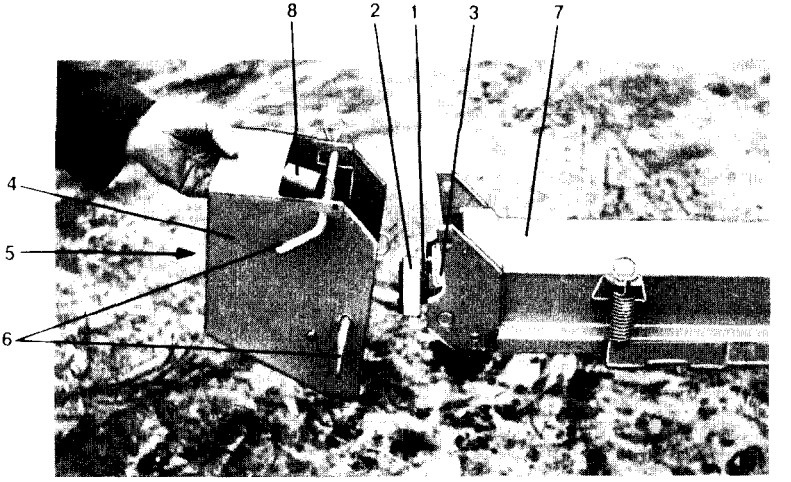
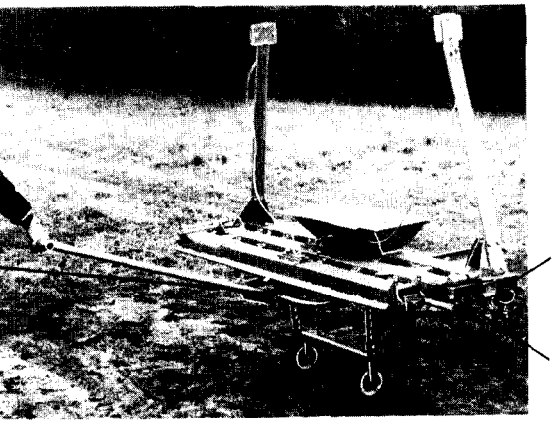
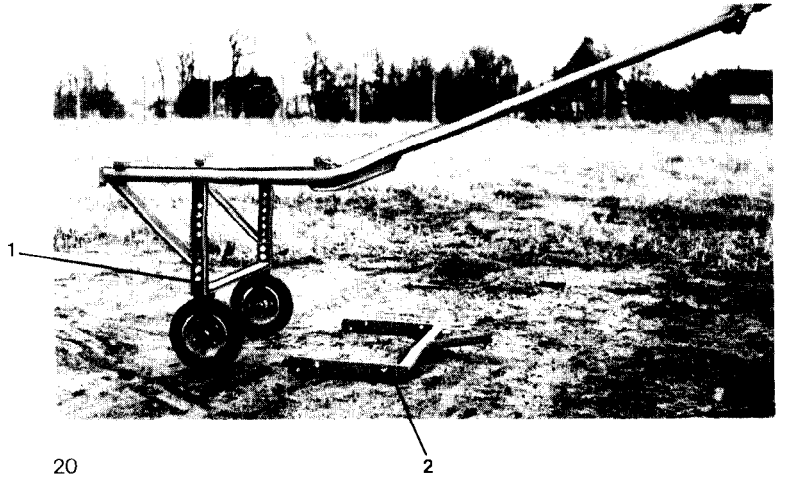

Fig. 25
Fig. 26
Fig. 27
Mit der Streuschnecke werden vorzugsweise pulverförmige Düngemittel gestreut. Zum Ausstreuen von gekörnten und kristallinen Düngemitteln empfehlen wir den Durchlaßschieber mit doppeltem Lochabstand und den Endverteiler (Fig. 25) zur exakten Begrenzung der Arbeitsbreite (siehe Sonderzubehör H 7, H 8).
8. **Endverteiler für Streuschnecke** für exakte Begrenzung der Arbeitsbreite bei gekörnten Düngern. Zum Anbau wird zunächst die Spannhülse (Fig. 25/1) aus der Schneckenwelle mit einem Dorn herausgeschlagen. Danach kann die Kurvenscheibe (Fig. 25/2) auf die Schneckenwelle aufgesteckt und mit einer Spannhülse (Fig. 25/1) gesichert werden. Zwischen Kurvenscheibe und Lager sind soviel Scheiben zu belassen, daß nach Anlage des Konus der äußeren Schnecke (Fig. 26/1) am Mitnehmer (Fig. 26/2) der mittleren Schnecke zwischen Scheiben und Lager (Fig. 25/3) etwas Spiel (ca. 1 mm) bleibt. Der Schutzkasten (Fig. 25/4) wird mit dem Verteilblech (Fig. 25/5) mit zwei Winkelbolzen (Fig. 25/6) am Ausleger (Fig. 25/7) befestigt und mit Federvorsteckern gesichert. Am oberen Winkelbolzen wird gleichzeitig die Zugfeder (Fig. 25/8) des Verteilbleches eingehängt.
9. **Montagewagen** zum leichten An- und Abbau der Streuschnecke und der Streuwerke (Fig. 27).
c) Montagewagenhöhe einstellen (Fig. 27/1) (evtl. Stützrad des Streuers verstellen). Montagewagen unter Streuschnecke fahren und mit Bolzen (Fig. 26/3) abstecken.
Zum Anbau der Streuwerke an den Streuer mit dem Montagewagen ist vorher die Kupplung (Fig. 27/2) mit 4 Schrauben an das Streuwerk anzuschrauben.